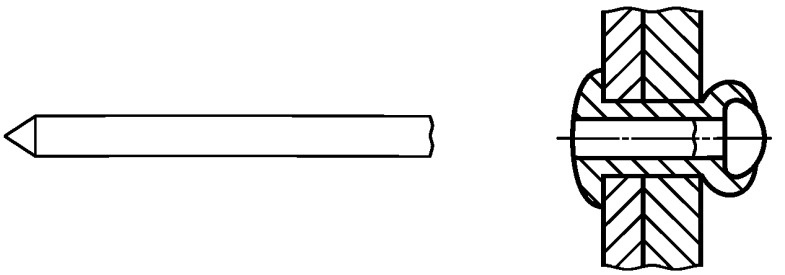

Рисунок 11 — Открытый конец
2.3.1 **открытый конец** (open end): Корпус заклепки со сквозным отверстием, который может использоваться с любым типом сердечника (рисунок 11).